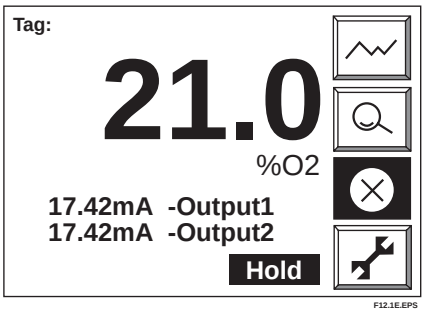
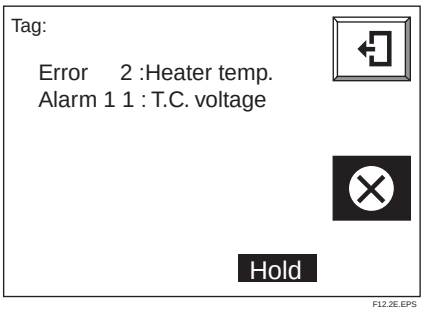

Figure 12.1
Figure 12.2
(1) Stops the supply of power to the heater in the detector to insure system safety.
(2) Causes an error indication in the display to start blinking to notify of an error generation (Figure 12.1).
(3) Sends an output contact if the error is set up for “Output contact setup” for that contact (refer to Section 8.4, “Output Contact Setup”).
(4) Changes the analog output status to the one set in “Output hold setting” (refer to Section 8.2, “Output Hold Setting”).
When the display shown in Figure 12.1 appears, pressing the error indication brings up a description of the error (Figure 12.2). The content of errors that are displayed include those shown in Table 12.1.